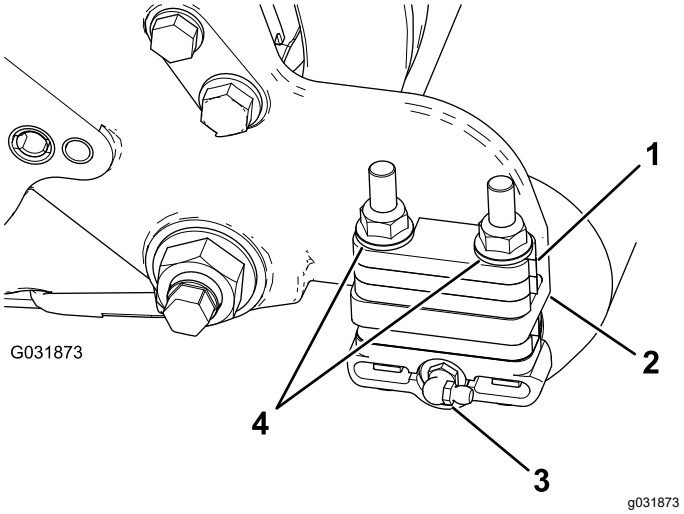

**Figur 9**
1. Ta bort rullens smörjnippel från den sida av klippenheten där rullborsthuset sitter (Figur 9).
3. Ta bort de två flänslåsmuttrarna som fäster de båda rullfästena på sidoplåtarna (Figur 9).